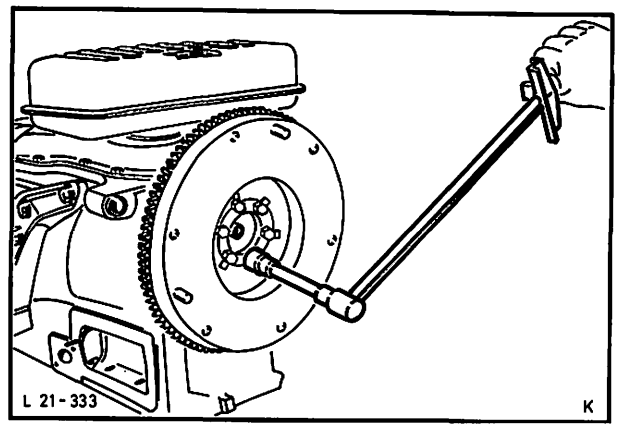

Abb. 70 Schwungscheibe mit vorgeschriebenem Drehmoment festziehen
44. Schwungscheibe mit Sicherungsblech aufsetzen. Schrauben mit vorgeschriebenem Drehmoment über Kreuz festziehen, Abb. 70, und durch Umschlagen des Sicherungsbleches sichern.